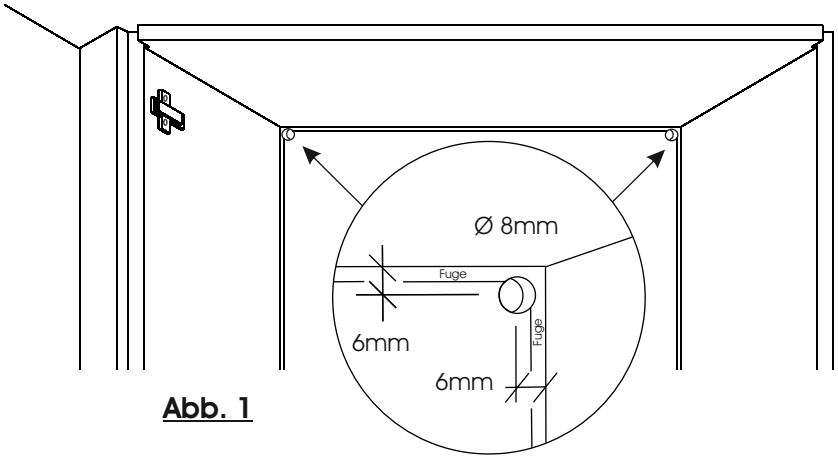

Abb. 1
1. Bohren Sie in der rechten und linken oberen Ecke (Abb.1) mit einem 8mm Bohrer durch die Rückwand. Diese Bohrung benötigen Sie zur Verlegung der Anschlussleitungen. (Abb. 1)
2. Die Beleuchtung wird Ihnen mit einem Winkelprofil geliefert. Bedingt durch den Ausgang der Zuleitung gibt es ein rechtes und ein linkes Profil. Achten Sie darauf, dass die Kabel der Beleuchtung nach oben geführt sind. (Abb. 1) Ziehen Sie die Anschlussleitung der Leuchte durch die Bohrung.